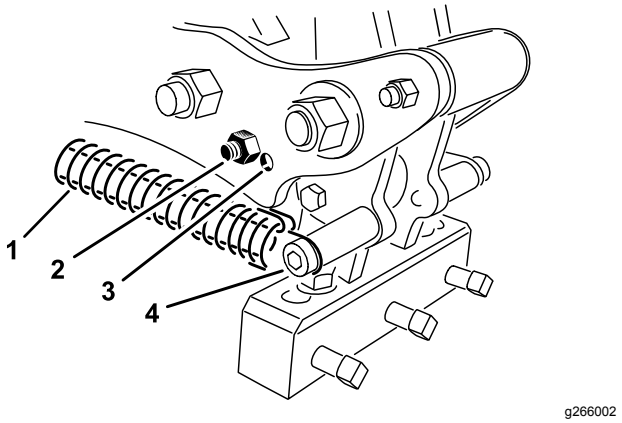

**Figuur 37**
Stel de tandenhoek in voor de lengte van de tanden en gebruik hiervoor een van de twee instelopeningen in de koppelarm. Deze openingen zijn vooraf ingesteld. Als u tanden van 17,8 mm tot 25,4 mm gebruikt, plaatst u de bumper van de kop het dichtst bij de achterzijde van de tandenkop. U moet misschien de andere stand gebruiken - de opening die het verst weg ligt van de kop (Figuur 37) omwille van verschillende grondomstandigheden.
3. Maak de veerspanning naar de tandenkop los (Figuur 37).
4. Verwijder de bumperbout en de bumper van de koppelingsarm en plaats deze terug in de andere instelopening (Figuur 37).